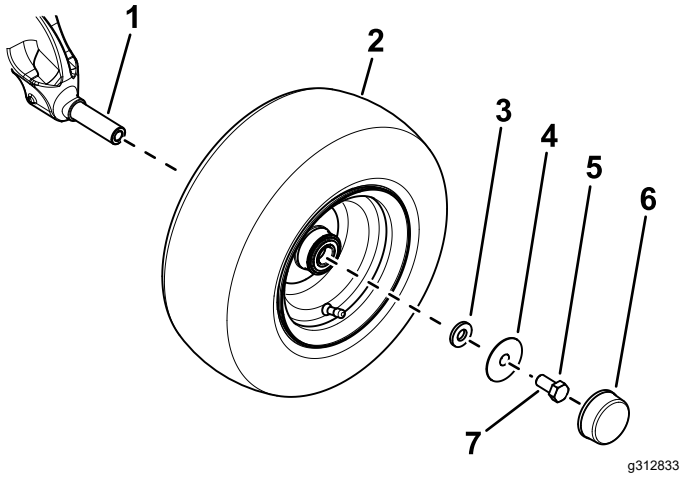

**Figura 3**
B. Utilizzate una rondella piccola, una rondella grande, un bullone (⅝" x 1¼"), e fissate la ruota all'albero dell'assale (Figura 3).
D. Montate il coperchietto antipolvere alla ruota(Figura 3).